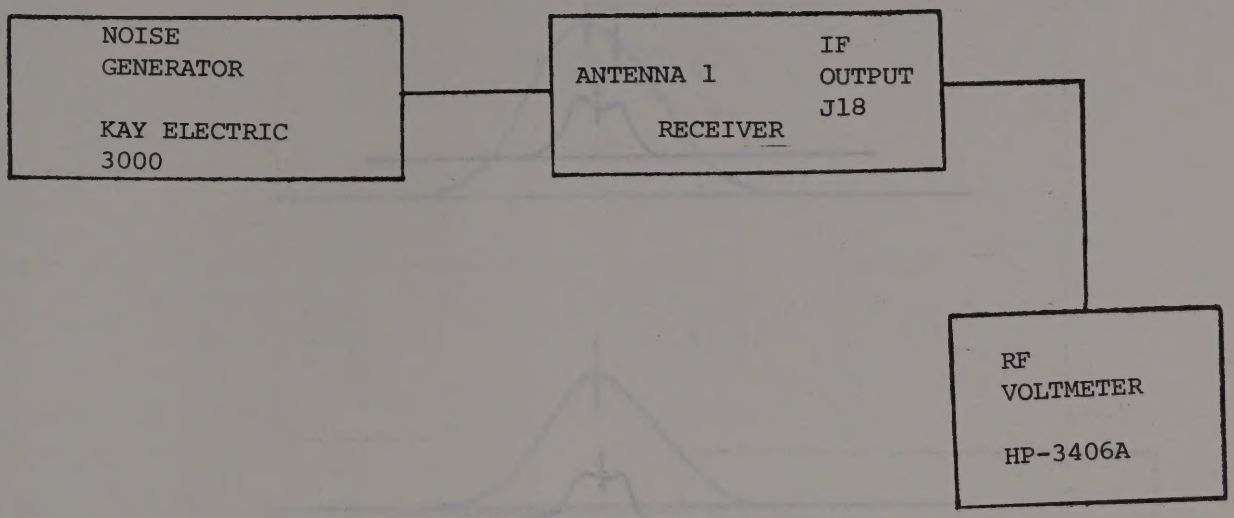

Figure 5-19. Receiver Unit Minimum Performance - Noise Figure Test Setup
a. Connect test equipment as shown in figure 5-19.
(1) Set tuner control to 30 MHz, BANDWIDTH to 300 KC.
(2) Adjust the I-F GAIN control for a -43 db indication on the rf voltmeter.